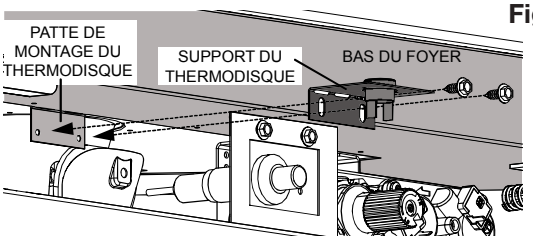

Fig. 4
K. Pliez-le support du thermodisque à 90 degrés puis fixez-le au patte de montage utilisant les deux vis fourni, Figure 4. Assurez que le thermodisque touchez-le bas du foyer et que le harnais de fils est correctement fixé.